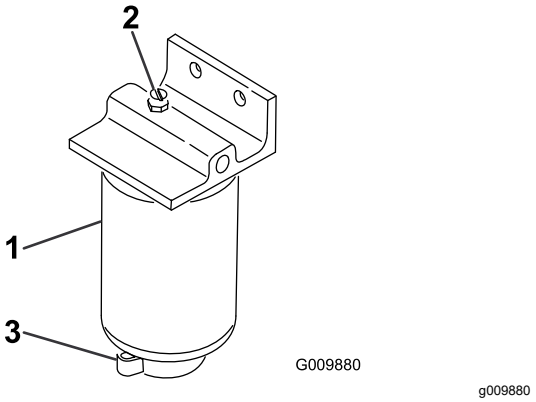

Figur 53
3. Løsne tappeventilen på bunnen av filterboksen (Figur 53).
2. Rengjør området der filterboksen skal festes (Figur 53).